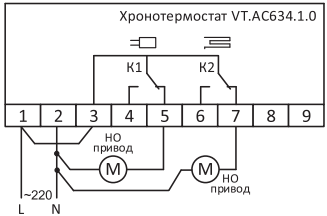

Рис. 7
8.2.8. В случае работы с нормально открытыми сервоприводами, подключение привода контура теплого пола производится к клеммам 2 и 7, подключение привода радиаторного контура — к клеммам 2 и 5 (*рис. 7*).